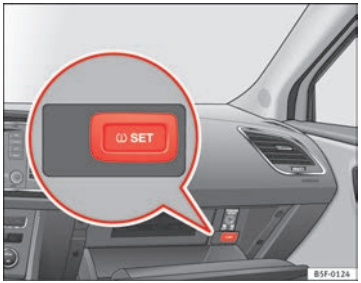

Fig. 147 Glove compartment: tyre control switch
- Store the new tyre pressure in the Easy Connect system with the button CAR and the function button Setup ⇒ page 80 or using the switch located in the glove compartment* ⇒ Fig. 147.